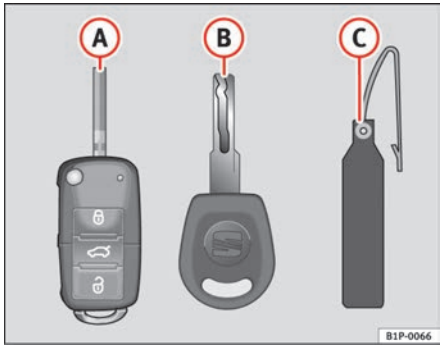

Fig. 42 Set of keys
- a remote control key ⇒ fig. 42 (A)
- a key without remote control (B),
- one plastic key tab (C) with the key number.
Spare keys cannot be issued without the key number on the key tab ⇒ fig. 42 (B). Therefore: